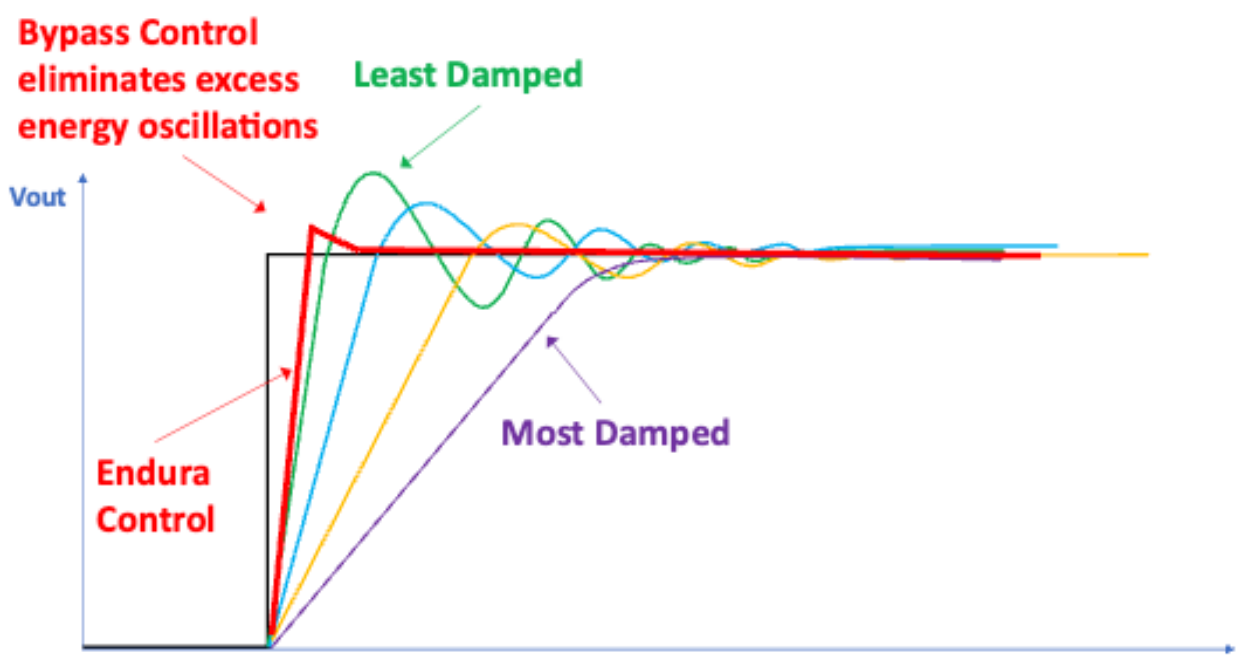

Figure 3: BDDC Bypass Mode Minimizes Ringing With Fast Slew Rates
- Enables DVC ramping of V_{out} at the highest slew rate without ringing; see Figure 3